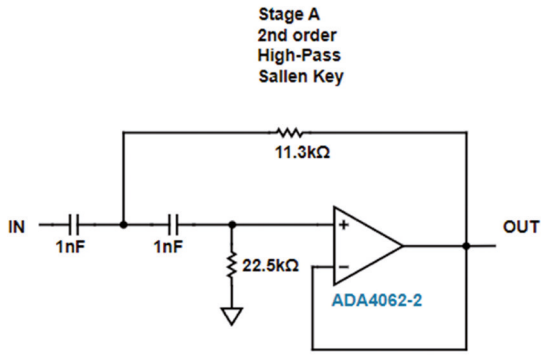

Figure 8.17 Second-order high-pass filter circuit.
- Click **Components** to display the circuit diagram of the filter (Figure 8.17). You can change the operational amplifier type, filter circuit type (Sallen & Key or Multiple Feedback), or the resistor and capacitor values.